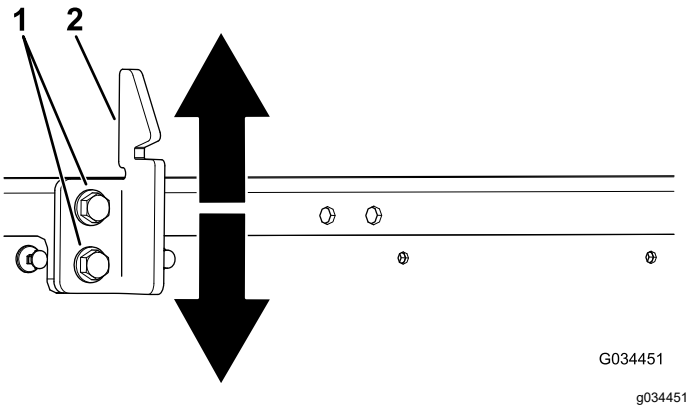

Figuur 54
3. Zet de 2 bouten op het stootvlak van de laadbakgrendel los en zet het stootvlak zoals vereist naar boven of naar beneden (Figuur 54).
4. Draai de 2 bouten van het stootvlak van de laadbakgrendel vast (Figuur 54).